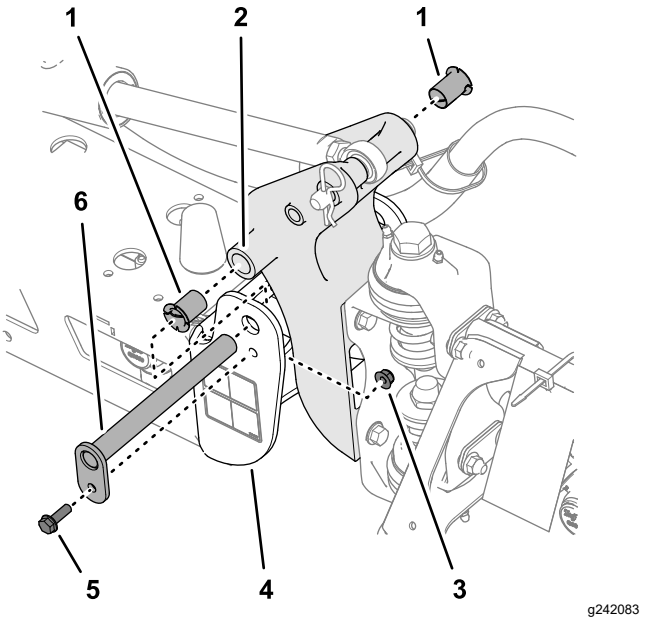

Figura 120
3. Retire o parafuso e porca que prende o pino de articulação e retire o pino (Figura 120).
5. Retire e inspecione os casquilhos de nylon dos lados dianteiro e traseiro do suporte da articulação (Figura 120).
6. Lubrifique os casquilhos de nylon com uma leve camada de óleo, e instale-os no suporte da articulação (Figura 120).
7. Alinhe dos furos no suporte da articulação com os furos do canal final (Figura 120).